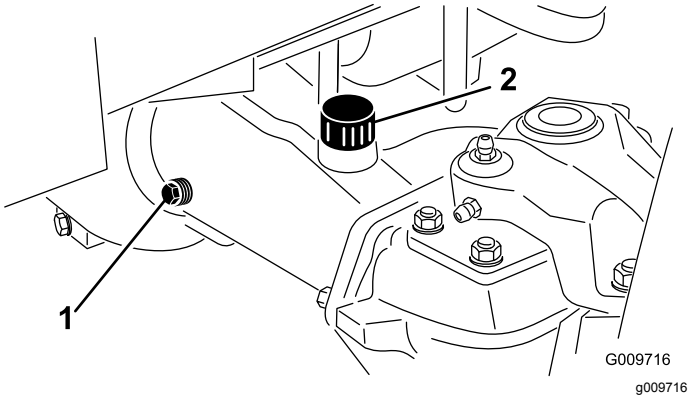

Figur 74
2. Ta ut en kontrollplugg på den ene enden av akselen (Figur 74), og kontroller at oljen når opp til bunnen av hullet.
3. Hvis nivået er lavt, fjerner du fyllepluggen (Figur 74) og fyller olje til den når opp til bunnen av kontrollplugghullene.